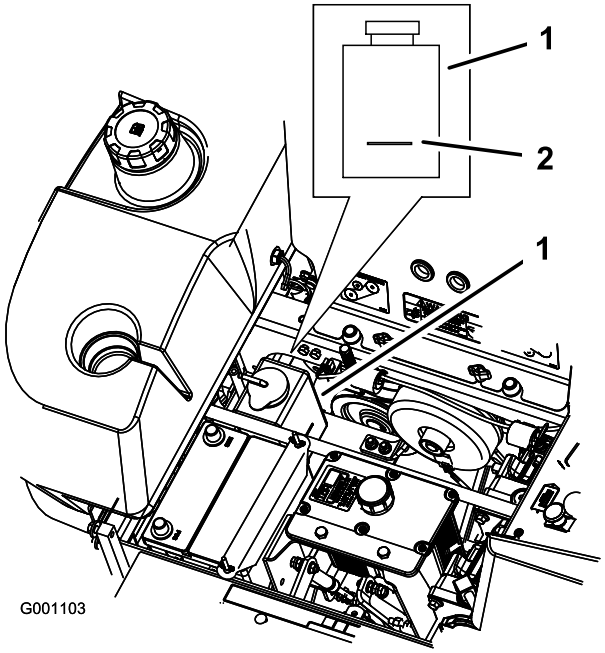

Figur 57
3. Kontroller, at motorkølervæsken ikke løber over. Væskestanden skal nå op til mærket på beholderens yderside (Figur 57).
4. Hvis kølervæskestanden er lav, skal du tilføre en 50/50-blanding af antifrostopløsning med forlænget levetid/Dex-Cool® og vand i beholderen (Figur 57).
5. Hæld 50/50-kølervæskeblandingen i beholderen, og fyld op til indikatorlinjen på beholderen (Figur 57).